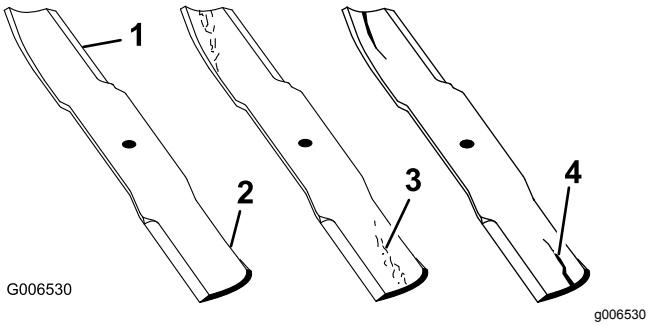

**Figur 55**
1. Kontrollera eggarna (Figur 55).
4. Montera omedelbart en ny kniv om du upptäcker sprickor, slitage eller spårbildning i detta område (Figur 55).